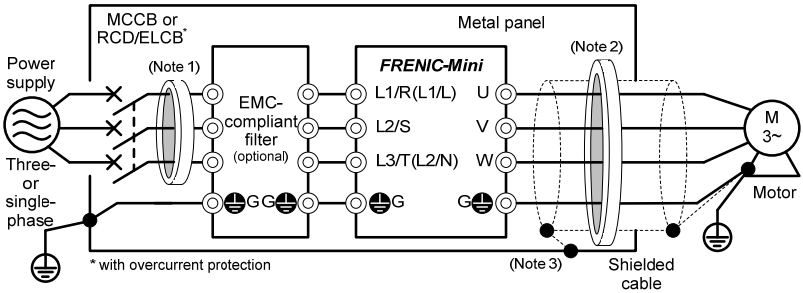

Figure 11.1 Installing the Inverter with EMC-compliant filter into a Metal Panel
3) If noise from the inverter exceeds the permissible level, enclose the inverter and its peripherals within a metal panel as shown in Figure 11.1.